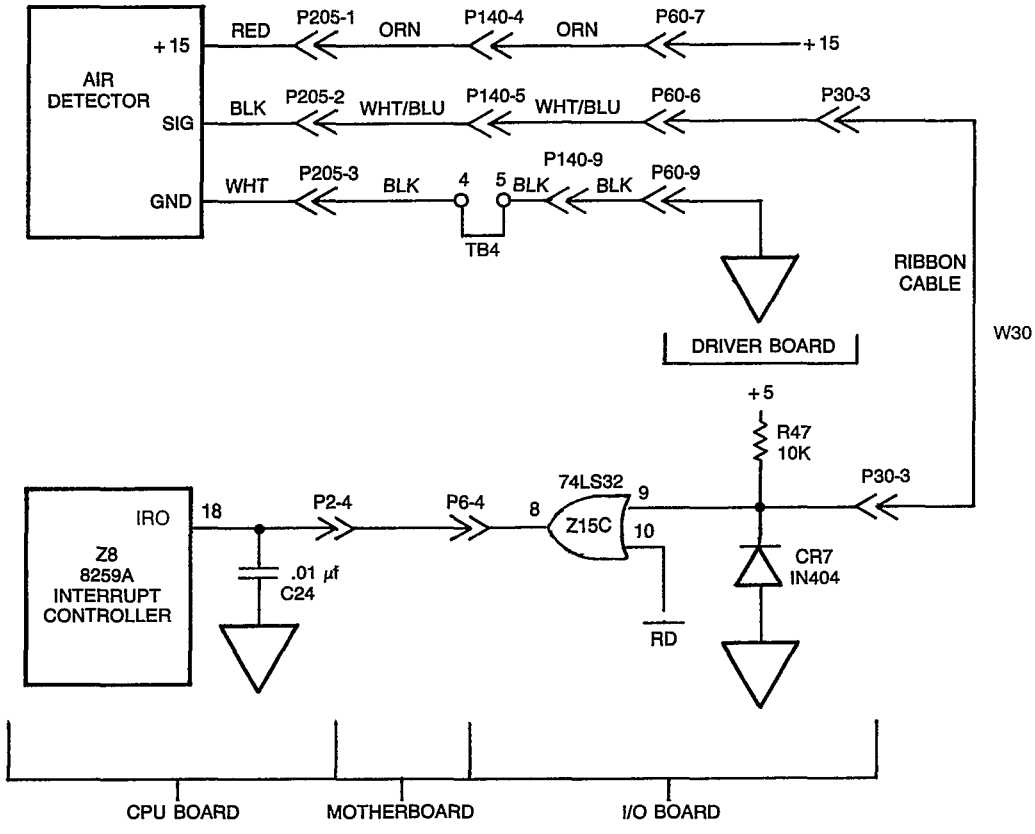

Figure 2-29, Air detector flowchart
c. Air Detector. The CS4 uses a self-contained ultrasonic air detector in sensing fluid status. This detector is provided with +15 volts of power from the system, and returns a TTL (Transistor-Transistor Logic) status signal. The I/O board receives this signal and modifies it to give a pulse train whenever air is detected. (See Figure 2-29 for the air detector flowchart, and Figure 2-30 for air detector timing.)